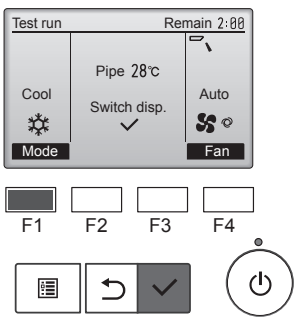

Abb. 7-3
(1) Drücken Sie die Taste [F1], um den Betriebsmodus umzuschalten. (Abb. 7-3)